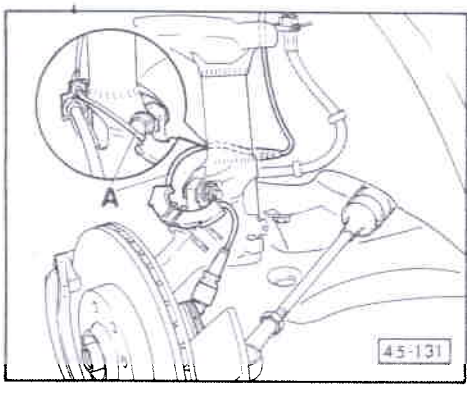

Fig. 1 Disposition de la conduite de raccord -A-
- Disposition de la conduite => fig. 1